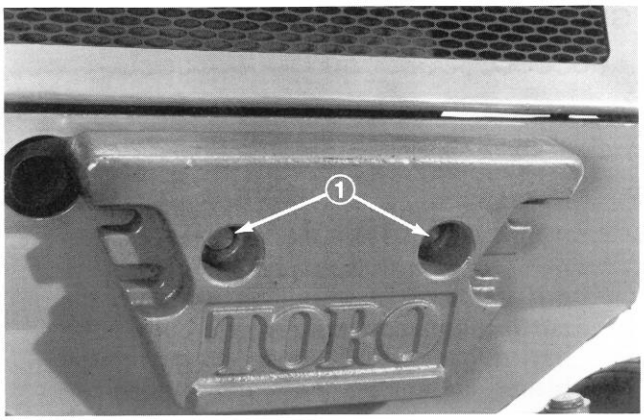

Figure 14
1. Mount rear weight to back of machine with two capscrews, lockwashers, spacers, and nuts (Fig. 14). Spacer must be between weight and chassis.